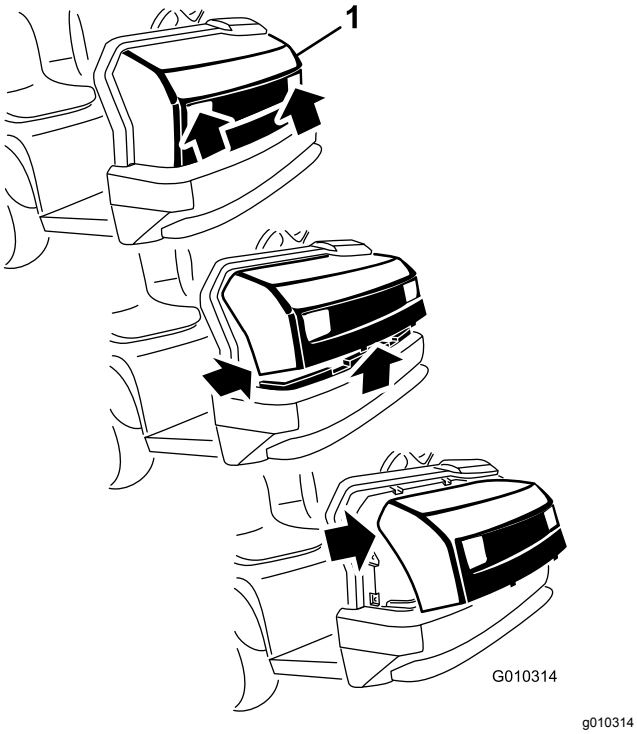

**Figuur 39**
1. Pak de motorkap beet via de openingen van de koplampen en til de motorkap op om de montagelipjes uit de sleuven in het frame te laten klikken (Figuur 39).
2. Draai de onderkant van de motorkap omhoog tot u de bovenste montagelipjes uit de sleuven in het frame kunt klikken (Figuur 39).
3. Draai de bovenzijde van de motorkap naar voren en koppel de bedrading van de koplampen los (Figuur 39).